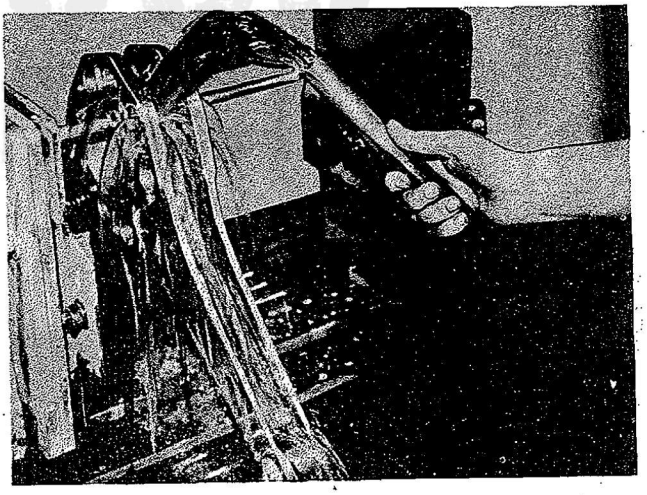

Figure 127—Copper Tube Through Master Rod Crankpin Bore
2. Place a copper tube through the crankpin bore and pass 2500 to 3000 amperes through the tube. Refer to Figure 127.